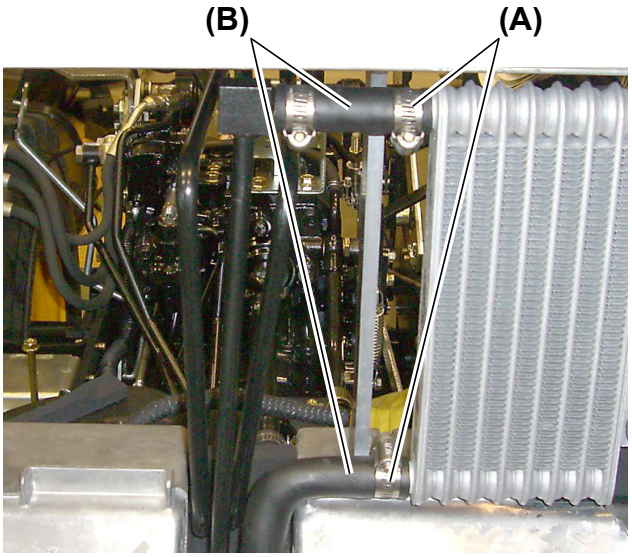

Fig. 5
4. Remove the hose clamps 0.9 in. (22 mm) dia. **(Fig. 5, (A))** on the upper and lower oil cooler hoses **(Fig. 5, (B))**.